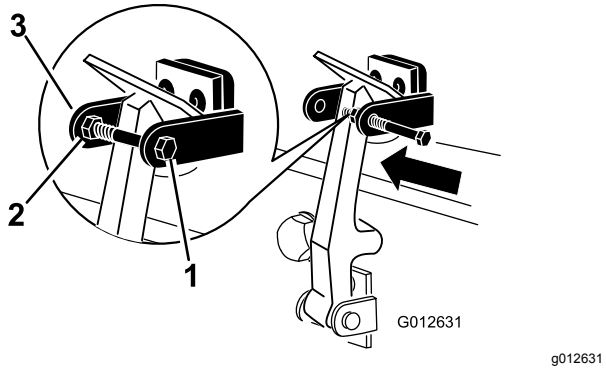

Figuur 6
7. Schroef de bout in de andere arm van de motorkapvergrendeling om de sluiting te vergrendelen (Figuur 6). Draai de bout vast, maar de moer niet.